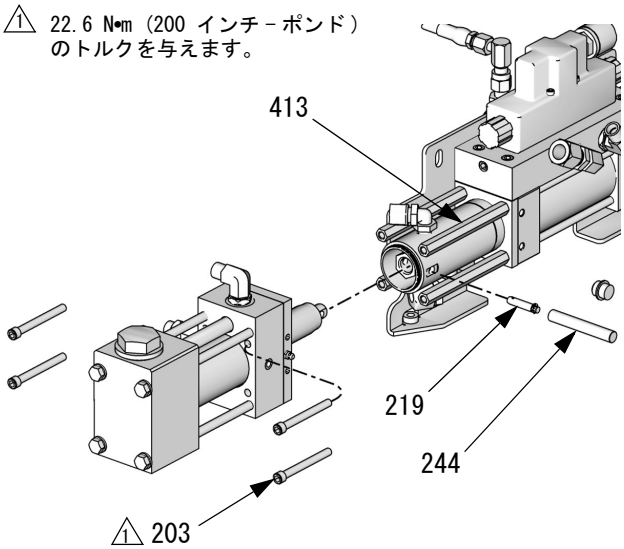

**図 3: プロポーショニングポンプ － A 側**
8. 図 3 を参照してください。A（ISO）側のポンプインレットおよびアウトレットホースをを外します。ピン取り出し器具（244）を用いてピン（219）を外し、ポンプを油圧シリンダ（201）から外します。ポンプをスペーサ（413）に保持する 4 本のネジ（203）を外します。ポンプアセンブリを作業台に移動します。